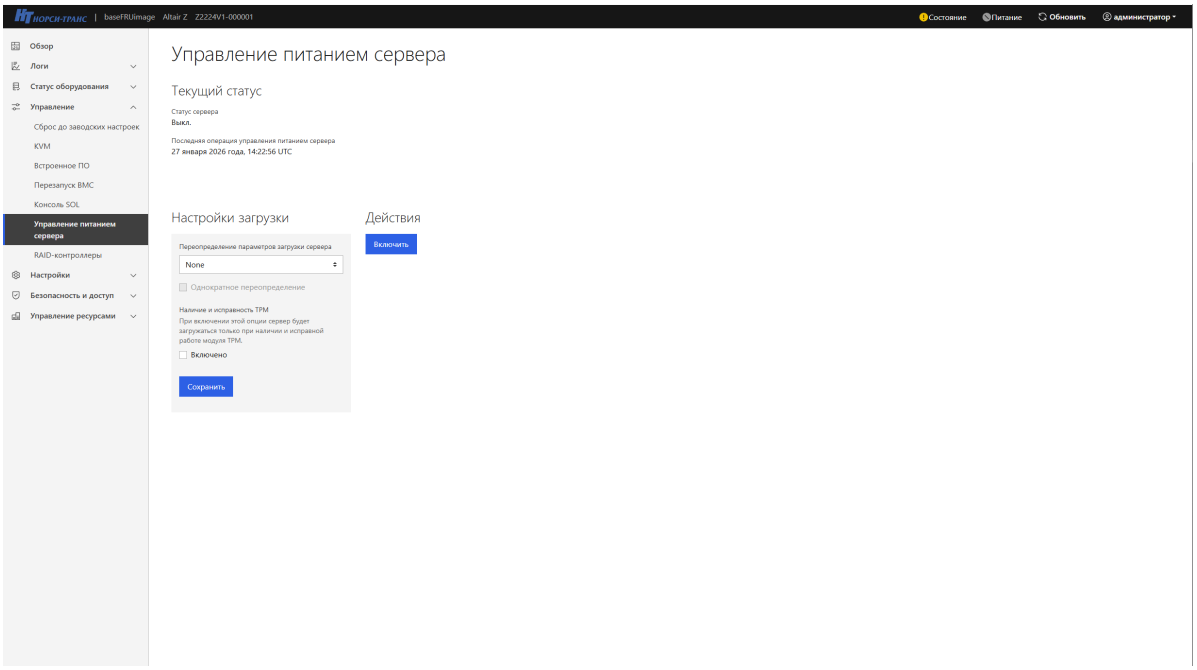

Рис. 84. Окно «Управление питанием сервера»
6) Пройдите во вкладку «Управление» → «Управление питанием сервера» в данной вкладке отображается текущий статус сервера, осуществляется удаленное управление питанием сервера. Во вкладке «Действия» осуществляется перезагрузка сервера или его выключение. Окно показано на рис. 84 Окно «Управление питанием сервера»